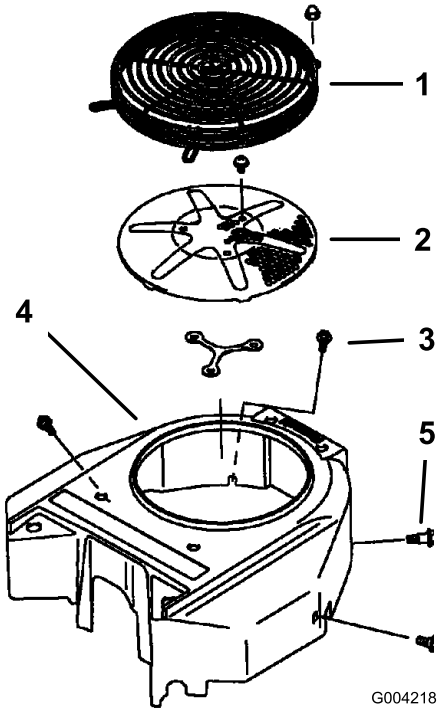

Figuur 62
3. Verwijder het luchtinlaatrooster en de ventilatorbehuizing (Figuur 62).
5. Verwijder de luchtinlaatroosters, de terugloopstarter en de ventilatorbehuizing (Figuur 62).